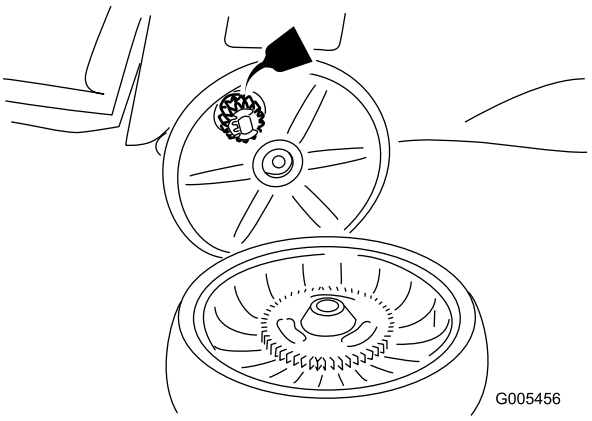

Figur 32
2. Applicera smörjolja på hjulet såsom visas i Figur 32.